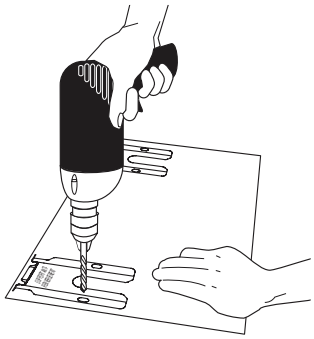

Fig. 6
b. **Perçage d'avant-trous et fixation du support** - Percez un avant-trou de 0,3 cm (1/8 po) à l'endroit où les vis seront insérées (Fig. 6). Si le support doit être monté sur le mur, percez les avant-trous dans un angle descendant d'environ 20º. Si le support doit être installé sur un plancher en béton ou en céramique, percez des avant-trous de 0,5 cm (3/16 po) et d'une profondeur de 4,5 cm (1-3/4 po). Les vis fournies peuvent être utilisées dans le bois ou dans le béton. Servez-vous d'un tournevis à douille de 5/16 po ou d'un tournevis à lame plate pour viser le support.